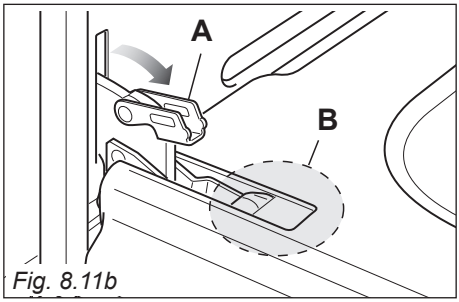
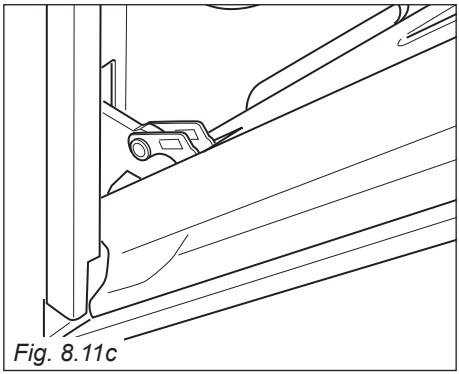

Fig. 8.11b
Fig. 8.11c
- Open the lever "**A**" completely on the left and right hinges (fig. 8.11b).
- Gently close the door (fig. 8.11c) until left and right hinge levers "**A**" are hooked to part "**B**" of the door (fig. 8.11b).